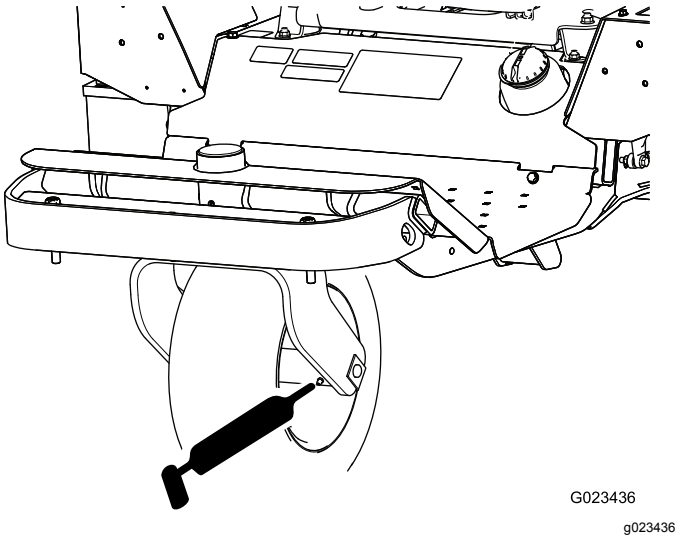

Figur 34
- Framhjulslagret (1) − Figur 34